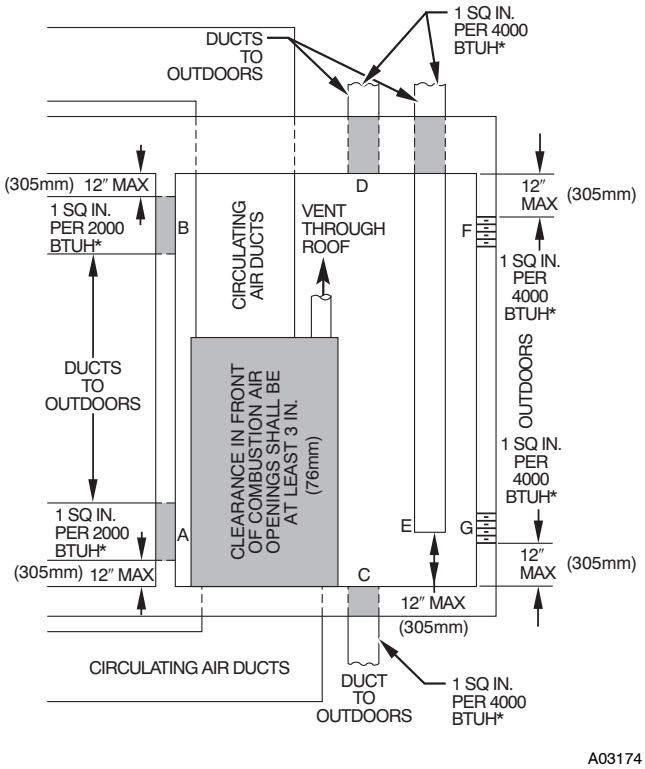

**Fig. 18 - Air for Combustion, Ventilation, and Dilution for Outdoors**
2. Fig. 18 illustrates how to provide TWO OUTDOOR OPENINGS, one inlet and one outlet combustion and ventilation air openings to the outdoors.
b. Size openings and ducts per Fig. 18 and Table 1.
c. TWO HORIZONTAL DUCTS require 1 square inch of free area per 2,000 Btuh (1,100 $mm^2$/kW) of combined input for all gas appliances in the space per Fig. 18 and Table 1.
d. TWO OPENINGS OR VERTICAL DUCTS require 1 square inch of free area per 4,000 Btuh (550 $mm^2$/kW) for combined input of all gas appliances in the space per Fig. 18 and Table 1.